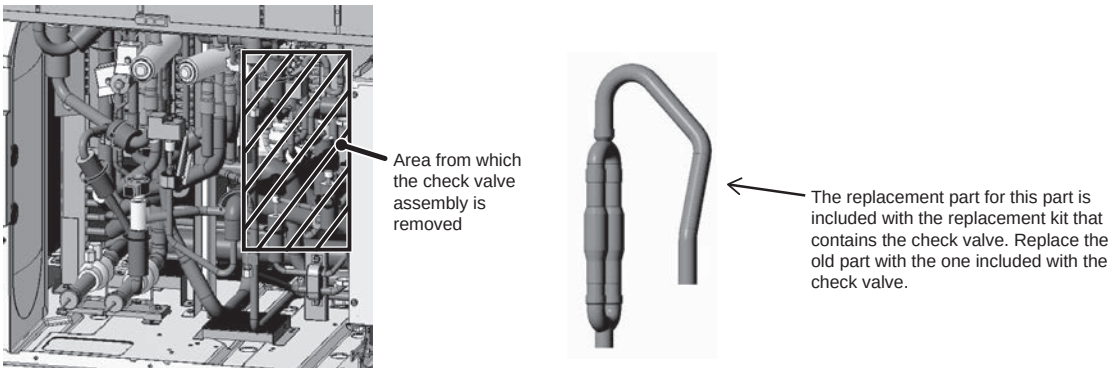

Figure 5
(4) Remove the check valve assembly (CV2a/b) from the area indicated in Figure 5.